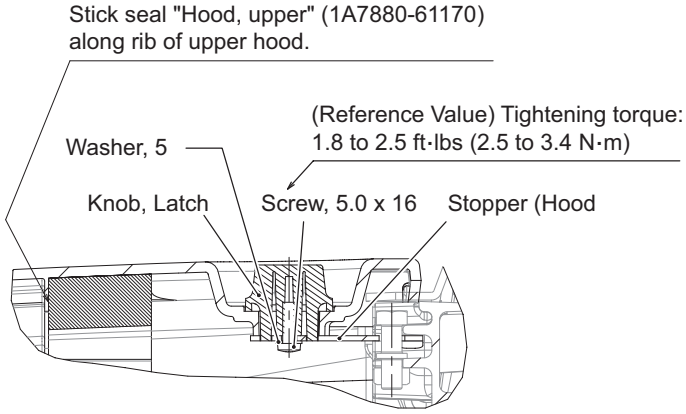

Fig.1 Detail A Area (SEC. B-B)
3. Once the proper clearance is achieved. Torque the four (4) M8 x 16 (L: 0.64 in.) collar head screws to the specified torque (see Fig. 1).